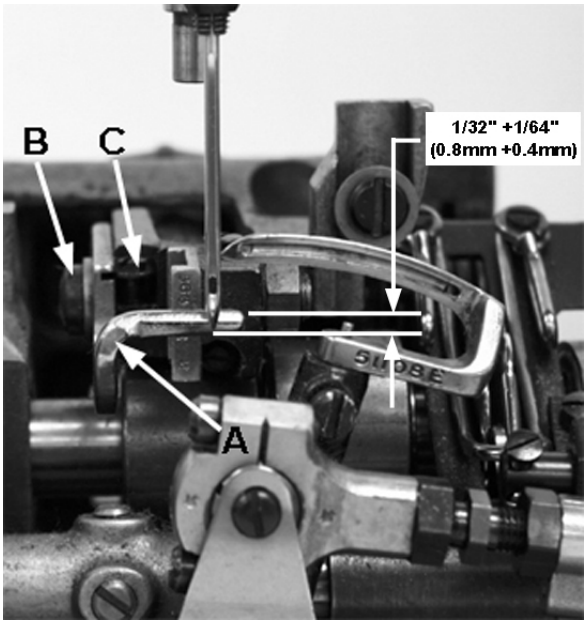

Fig 13
Rotate handwheel in operating direction to position looper point to just enter the scarf of needle. At this time the needle guard (A, Fig 13) should be at its extreme end of forward travel. Set the guard front to back as close as possible without touching the needle. Guard should be set as low as possible, yet have its vertical face approach above the needle point 1/32" +1/64" (0.8mm +0.4mm). To move the needle guard forward or backward, loosen the screw (B), move needle guard as required, and retighten screw. To raise or lower needle guard, loosen screw (B), and turn screw (C) clockwise to lower needle guard or counterclockwise to raise it. Retighten screw (B) after guard is properly set.